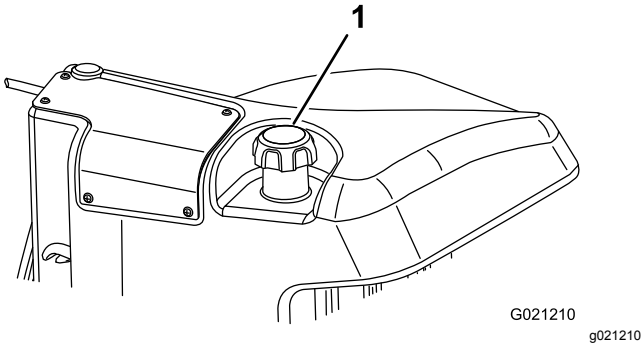

Figuur 32
3. Verwijder de dop van de brandstoftank (Figuur 32).